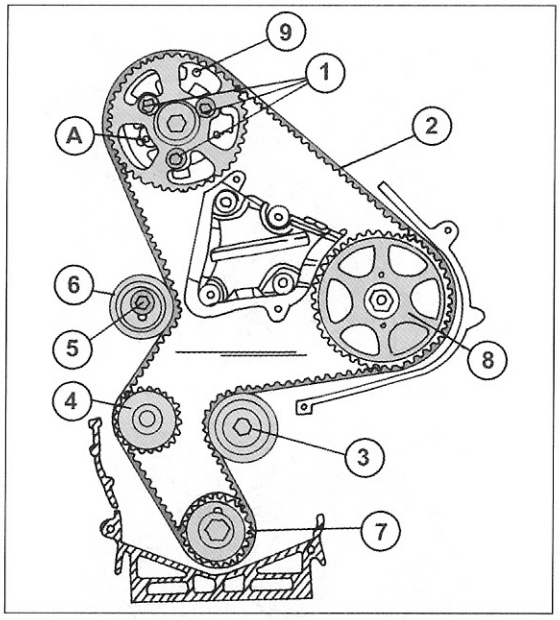

Bild 125
- Beim weiteren Ausbau unter Bezug auf Bild 125 vorgehen. Zuerst einen Bolzen des passenden Durchmessers an Stelle (A) in das Steuerrad der Nockenwelle einschieben, um das Rad gegen Verstellung zu sperren. Die drei Schrauben (1) des Steuerrades und die Schraube (5) der Spannrolle (6) lockern. Die Spannrolle nach außen drücken und den dabei locker gewordenen Zahnriemen (2) abnehmen. Falls der gleiche Riemen wieder eingebaut werden soll, muss man die Laufrichtung mit einem Filzstift auf der Außenseite einzeichnen. Wird ein neuer Riemen eingebaut, sollte man ebenfalls die Spannrolle (6) und die Führungsrolle (3) erneuern.
Beim Einbau der Steuerungsteile folgendermaßen vorgehen. Die Zahlen beziehen sich auf Bild 125: